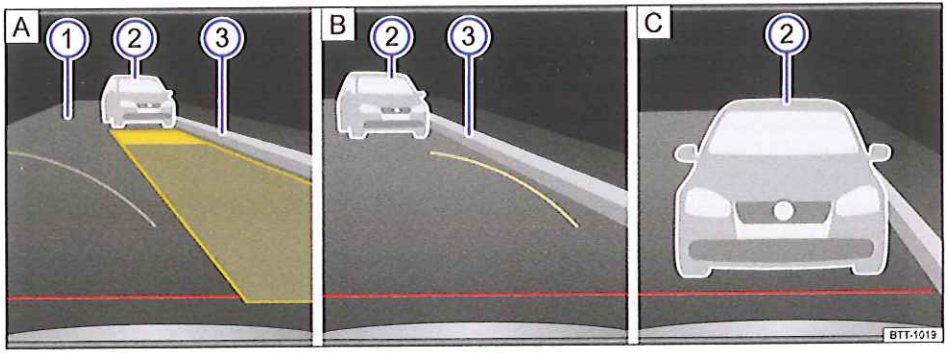

Fig. 190 Affichage à l'écran de l'autoradio ou du système de navigation : caméra de recul, mode 2
Légende concernant le schéma de principe fig. 190 :
6.	Le cas échéant, corrigez la position du véhicule de telle manière que la zone de repérage jaune affichée à l'écran coïncide avec la délimitation latérale ③ de la place de stationnement choisie (par ex. le trottoir) et se termine devant une délimitation arrière ②, par ex. un véhicule en stationnement → fig. 190 A.
9.	Si la ligne jaune incurvée touche la limite latérale ③ de la place de stationnement choisie B, arrêtez le véhicule et braquez le volant jusqu'en butée dans le sens opposé.
10.	Continuez de reculer lentement jusqu'à ce que le véhicule se trouve dans la place de stationnement parallèlement à la route ①.
11.	C'est au plus tard lorsque la ligne rouge horizontale a atteint la limite arrière, par ex. le véhicule en stationnement ②, que le véhicule peut s'arrêter C.